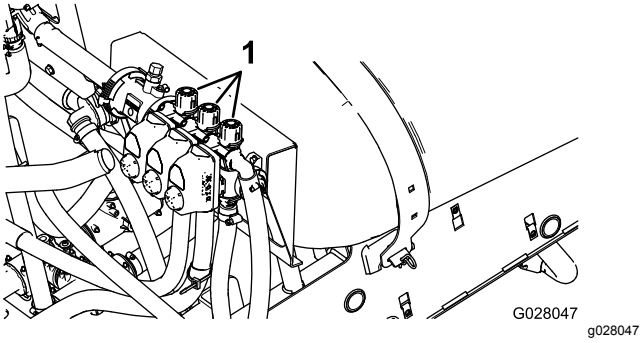

Figur 86
2. Sluk for venstre sektionskontakt, og juster venstre sektions omløbsventil (Figur 86), indtil trykmålingen er på det tidligere justerede niveau (typisk 2,76 bar).
4. Juster den højre sektions omløbsventil (Figur 86), indtil trykmålingen er på det tidligere justerede niveau (typisk 2,76 bar).
6. Juster midtersektionens omløbsventil (Figur 86), indtil trykmålingen er på det tidligere justerede niveau (typisk 2,76 bar).